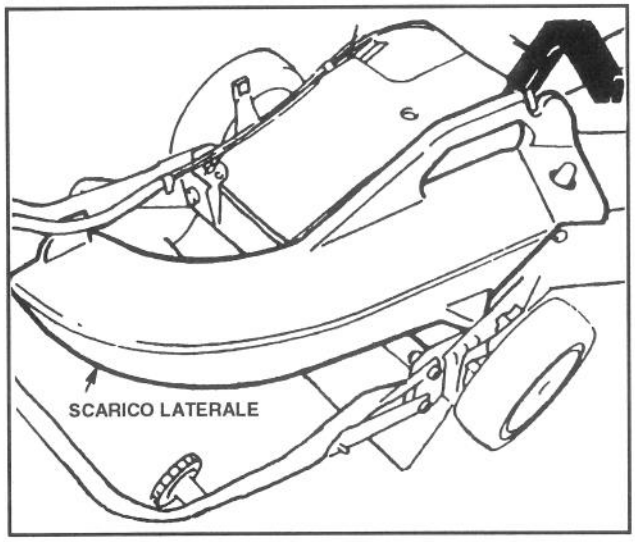

Figure 29
1. **Kit di scarico laterale, Modello No. 59110** – Si installa in pochi secondi sul retro, al posto del sacco di raccolta. Disperde l'erba tagliata mentre la sminuzza su entrambi i lati (Fig. 29).